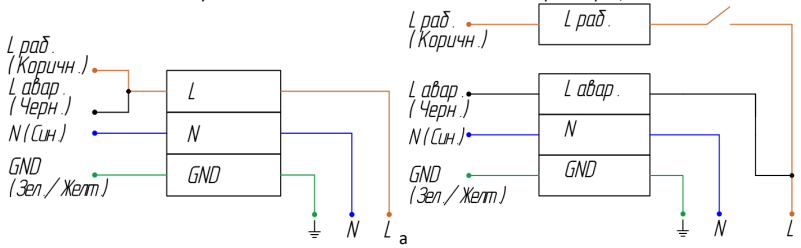

Рисунок 6 — Схема подключения аварийного светильника:
5.4.4. Если предполагается включать и выключать светильник в рабочем режиме, присоедините фазный рабочий провод (Lраб.) к клемме Lраб. через выключатель (см. рисунок 6, б). В данном случае возможно включение/отключение рабочего освещения через выключатель. В случае возникновения аварийного отключения электроэнергии светильник автоматически перейдет в аварийный режим при любом положении выключателя.
5.5.7. Если предполагается включать и выключать светильник в рабочем режиме, присоедините фазный рабочий провод (Lраб.) к клемме Lраб. через выключатель (см. рисунок 6, б). В данном случае возможно включение/отключение рабочего освещения через выключатель. В случае возникновения аварийного отключения электроэнергии светильник автоматически перейдет в аварийный режим при любом положении выключателя.